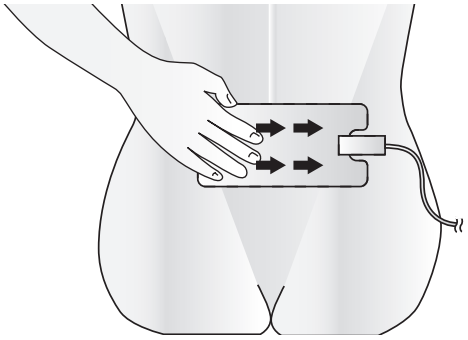

Figure 4-7. Appliquer fermement l'électrode de masse sur les lombaires
b. Appliquer l'électrode de masse sur un bord (Figure 4-7) et appuyer fermement ; appuyer jusqu'au bord opposé afin que l'électrode soit entièrement attachée au corps du patient.